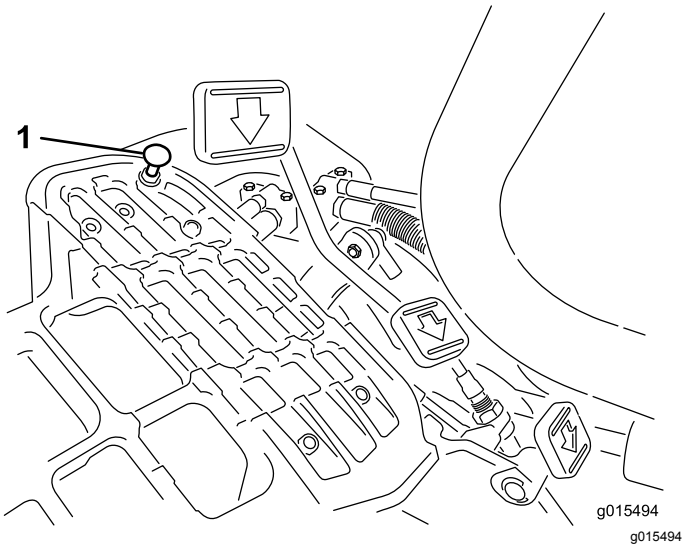

Figuur 38
Om de maximale transportsnelheid te verkrijgen, moet u de schakelhendel in de TRANSPORTSTAND zetten en het tractiepedaal intrappen. Als het pedaal contact maakt met de pedaalaanslag (Figuur 38) voordat u
1. Zet de schakelhendel in de TRANSPORTSTAND en draai de borgmoer los waarmee de pedaalaanslag is bevestigd aan de vloerplaat (Figuur 38).